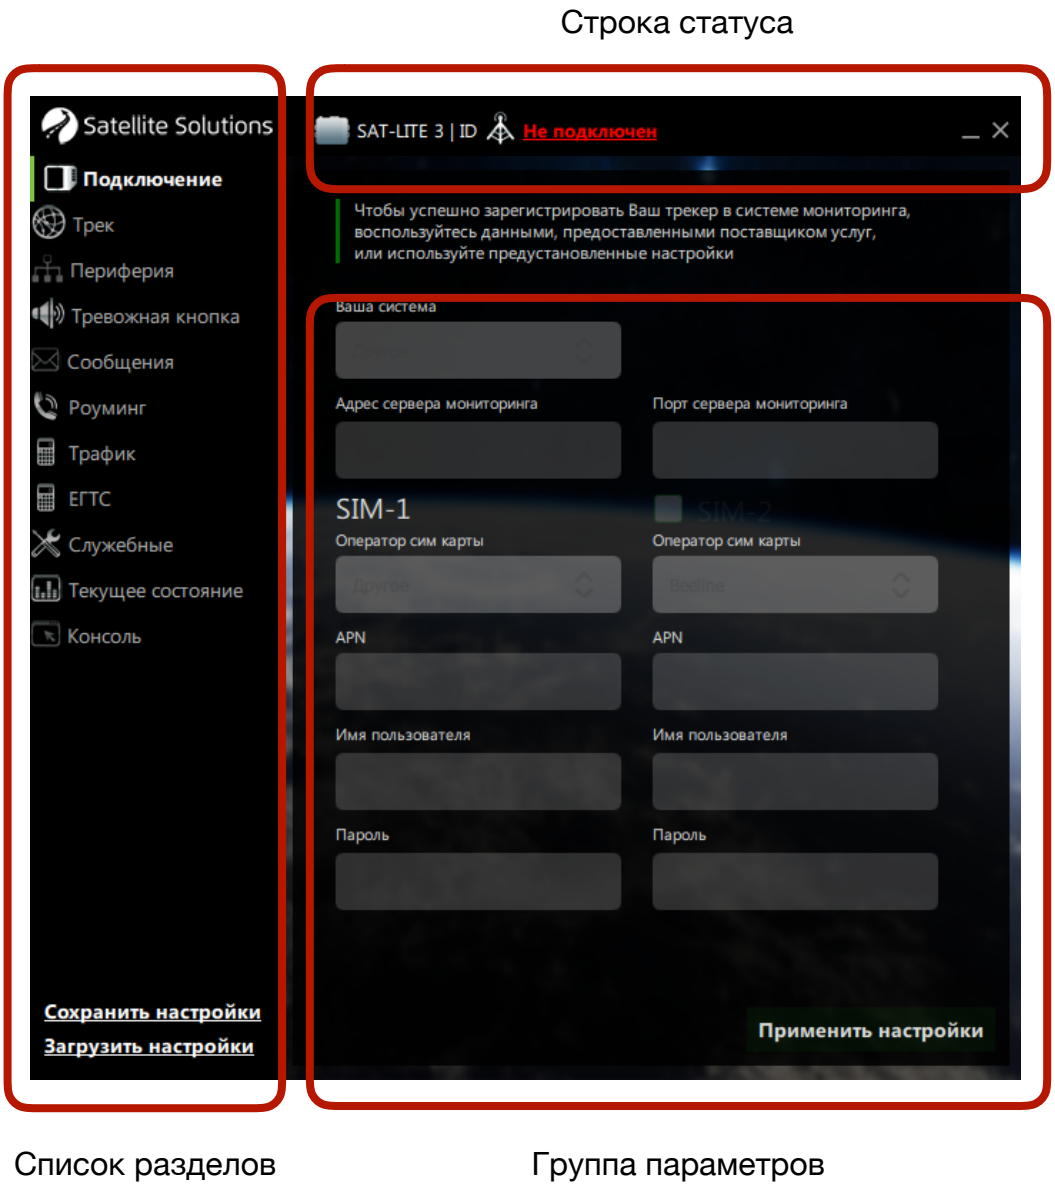

Рис. 7. Структура главного окна Конфигуратора
Главное окно Конфигуратора состоит из трех основных частей (см. рис. 7): строка статуса, список разделов, группа параметров.
Строка статуса (верхняя строка Конфигуратора, см. рис. 7) содержит базовую информацию о параметрах связи с Трекером. В данной строке отображается информация о наличии/отсутствии подключения Трекера, уникальный идентификатор (ID) Трекера, пароль пользователя, применяемый для выполнения команд.